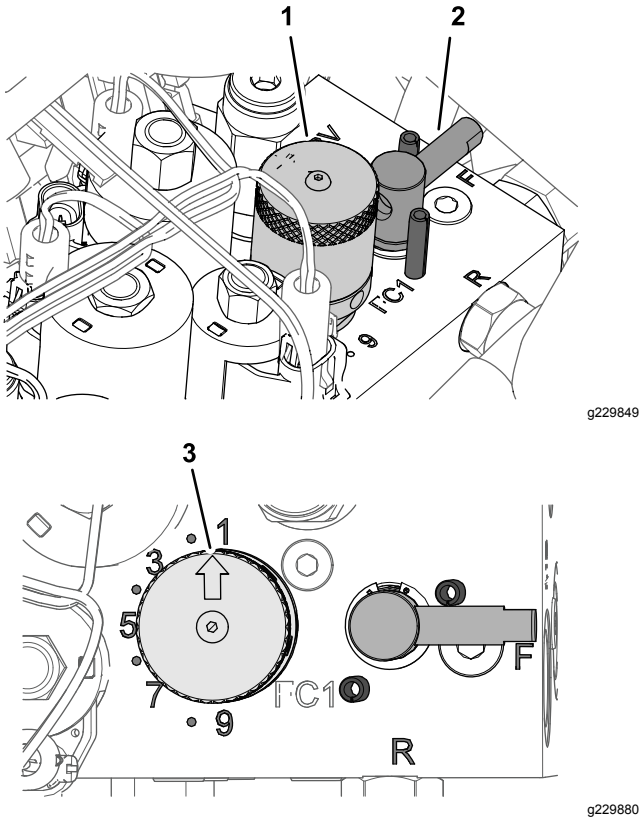

**Figur 63**
5. Justera cylinderhastigheten genom att vrida ratten på cylinderhastighetsreglaget (Figur 63)